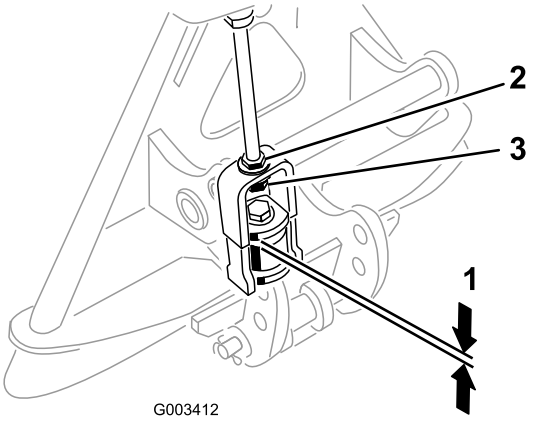

Figur 16
9. Montera och fäst räfsan på traktorenheten och mät sedan avståndet mellan den översta brickan och avståndsbrickan i länkanordningen på redskapshållaren i enlighet med Figur 16.
Avståndet mellan brickan och ansatsen ska vara 1,5 till 2,0 mm (Figur 16).
10. Lossa kontramuttern och dra åt eller lossa justeringsmuttern på länkenheten för att korrigera avståndet om det är felaktigt (Figur 16).